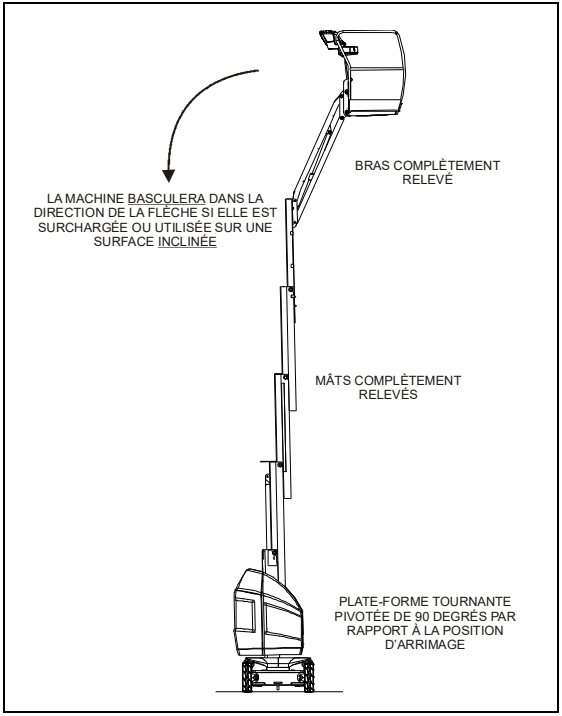
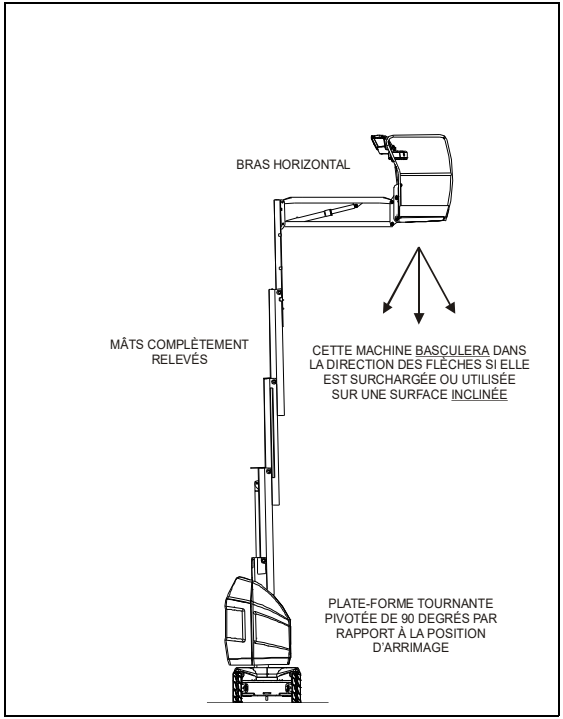

Figure 3-1. Position la moins stable vers l'ARRIERE
Figure 3-2. Position la moins stable vers l'AVANT
La stabilité de la machine est basée sur deux (2) conditions, appelées stabilité VERS L'AVANT et stabilité VERS L'ARRIÈRE. La position la moins stable de la machine vers l'AVANT est illustrée sur la Figure 3-2. et la position la moins stable de la machine vers l'ARRIÈRE est illustrée sur la Figure 3-1.